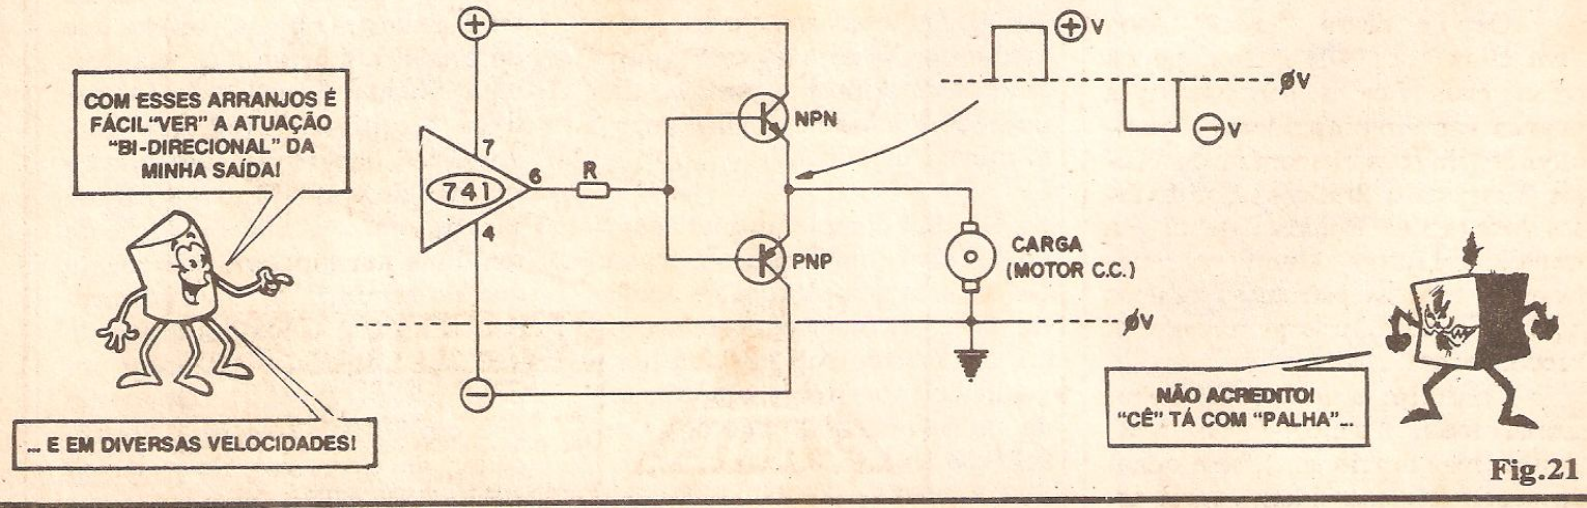

Fig.21
- FIG. 21 - SAÍDA BI-DIRECIONAL PARA CARGAS DE ALTA CORRENTE - O acoplamento de um par complementar (NPN-PNP) de transístores à Saída de um Amp.Op. resulta num autêntico Amp.Op. de Potência, cuja Saída guardará todas as excelentes características (quanto à Tensão e sua execução...) de - por exemplo - um 741, porém acrescidas da possibilidade de manejar "pra cima" ou "pra baixo" de "zero", elevadas Correntes. Notem que, no arranjo básico mostrado (que é - diga-se - plenamente funcional, podem experimentar...) convém usar um "par casado" de transístores (polaridades opostas nas demais características "tão iguais" quanto possível...), além de ocorrer a necessidade da fonte **split** geral ser capaz de oferecer os níveis elevados de Corrente requeridos pela carga... O referencial (para plena bi-direcionalidade...) deve ser a linha do "comum" ("terra" ou "zero" volt). O cálculo do valor do resistor das **bases**, R, deverá obedecer aos conselhos já dados para os casos da figura anterior... O diagrama/exemplo mostra a configuração no acionamento direto de um motor de CC (cujo sentido de rotação é dependente da polaridade sobre seus terminais...), cuja Tensão de trabalho deve - no caso - ser equivalente a "metade" da geral (split). Se o 741 está energizado por 12-0-12V, o motor deverá ser para 12V (e não para 24V...). Lembrando que - na prática - todos os arranjos determinadores e/ou controladores do ganho do 741, já mostrados na presente "Lição", podem ser facilmente aplicados ao sistema